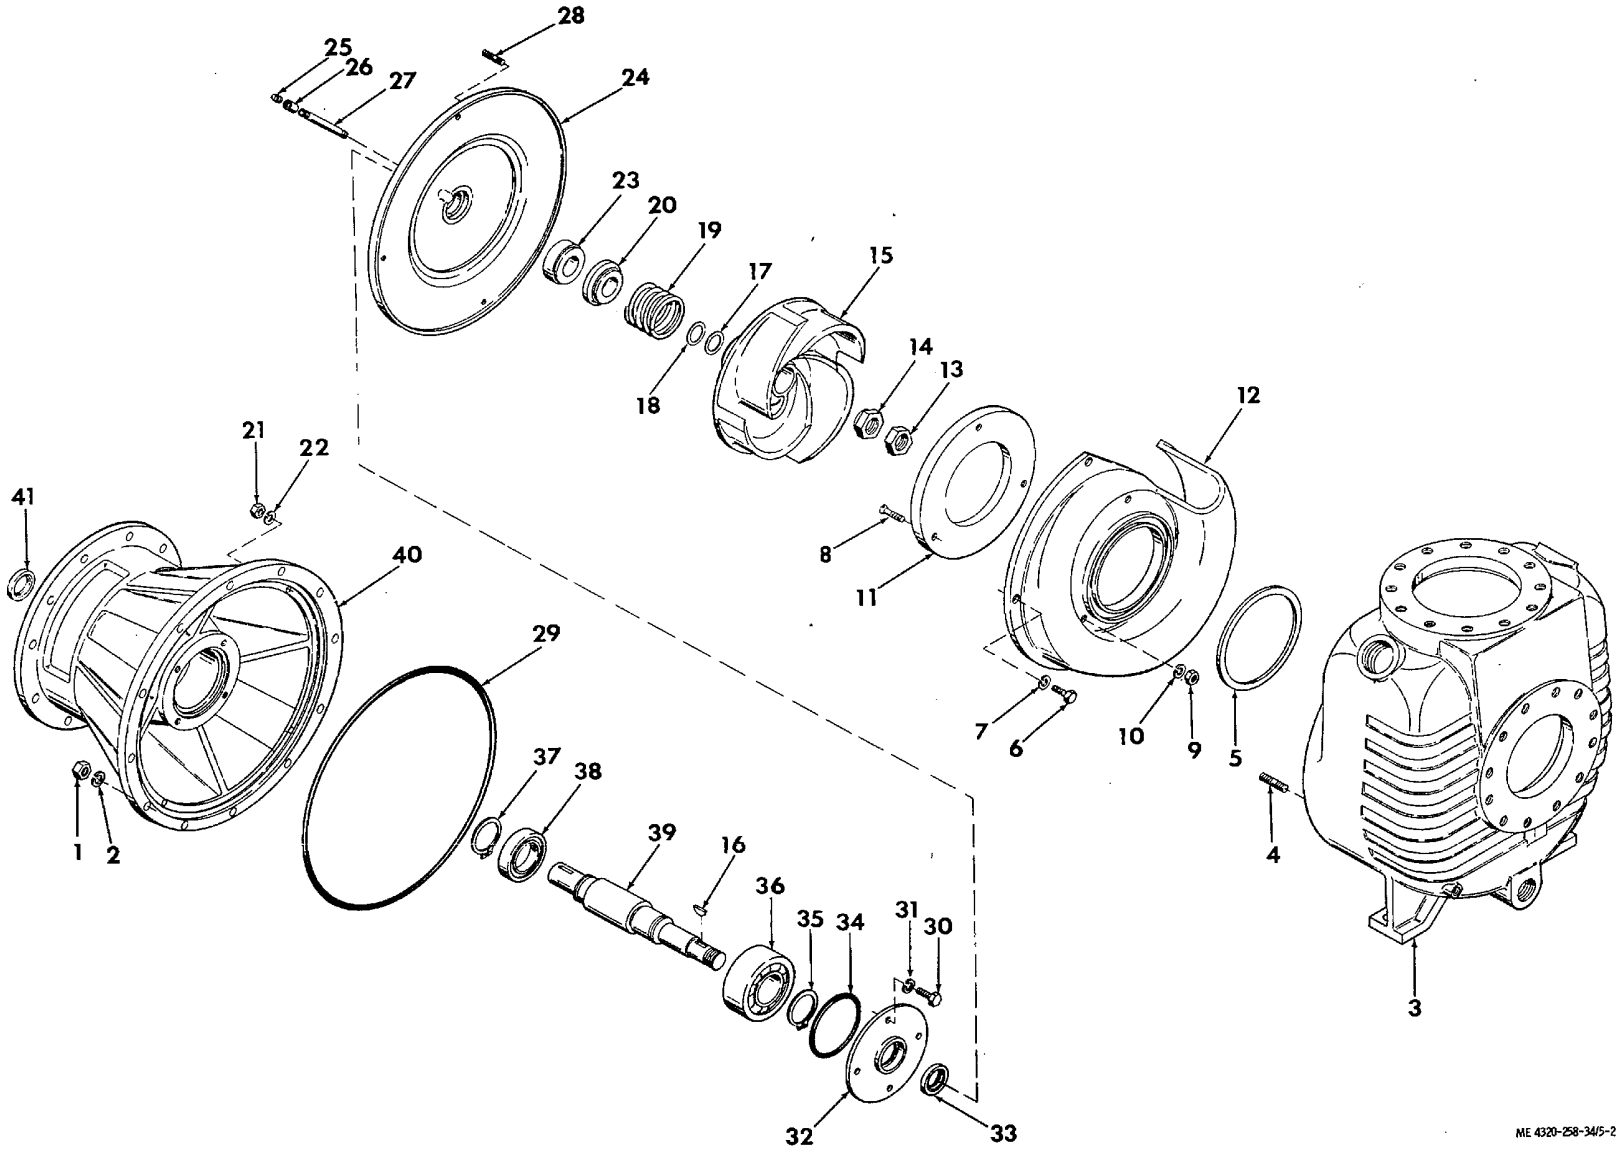

Figure 5-2. Centrifugal pump, exploded view.
c. Use a hoist or other lifting device to support the weight of the pump body (3, fig. 5-2). Remove the bolts, nuts, and lock washers that secure the feet of the pump body to the skid base.
KEY to fig. 5-2:
(1) Press the impeller shaft (39, fig. 5-2) and bearings (36 and 38) from the bearing housing (40) as an assembly.
(2) Remove the retaining rings (35 and 37) and press the ball bearings (36 and 38) from-the shaft.
(1) Press bearings (36 and 38, fig. 5-2) onto the impeller shaft (39). If bearings slide onto the shaft by hand, they are too loose and the bearings and / or shaft must be replaced. Secure bearings to the shaft with retaining rings (35 and 37).
(2) Pack the bearings, bearing cap, and the area between the bearings in the bearing housing with MIL-G-10924 grease.
(3) Press grease seal (41) into the bearing housing (40) and grease seal (33) into the bearing cap (32) before installing the shaft and bearings in the bearing housing.
(4) Press the seal stationary member (23) into seal plate (24) before installing the plate. Lubricate the shaft lightly with oil and slide the seal rotating member (20) in place on the shaft.
(5) If the same impeller (15) and wear plate (11) are reassembled and no clearance change is indicated, make sure that the same thickness of shims ' (17 and 18) is used. If a new impeller and / or wear plate is to be installed, or if the impeller clearance is to be changed, determine the shim thickness required to obtain a clearance of 0.010 to 0.020 inch between the impeller and wear plate as follows: